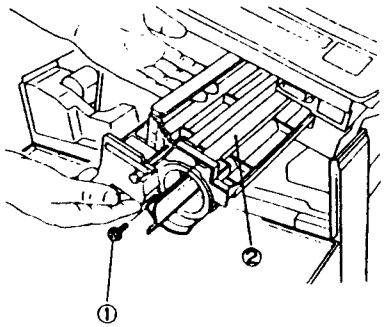

Рис. 1 NZM-0105
3. (Рис. 1): Снимите узел проявления.